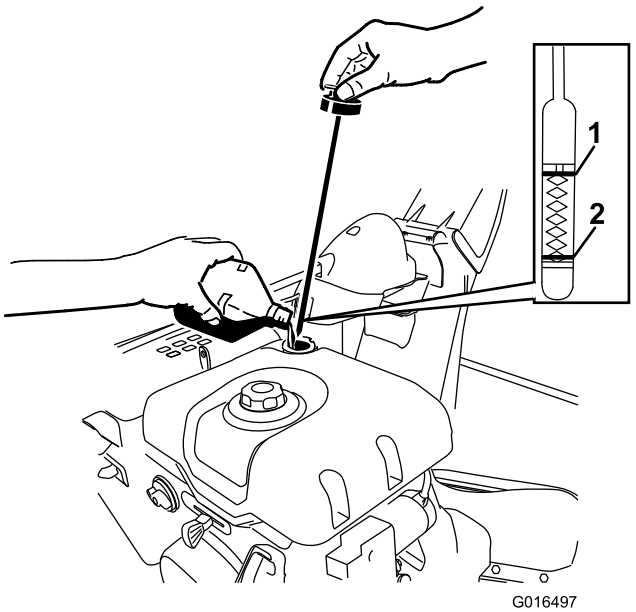

Rysunek 19
1. Wyjmij wskaźnik poziomu oleju obracając nakrętkę w lewo i **powoli** wlej olej do otworu uzupełniania oleju, aby podnieść poziom oleju do oznaczenia Full na wskaźniku. **Nie przelej.** (Rysunek 19).